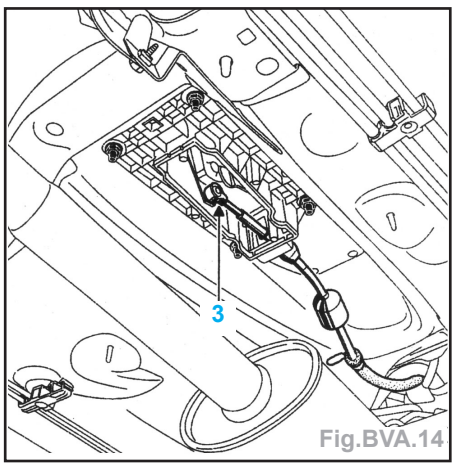

Fig.BVA.14
• le câble de commande (3) de sa rotule (Fig.BVA.14).